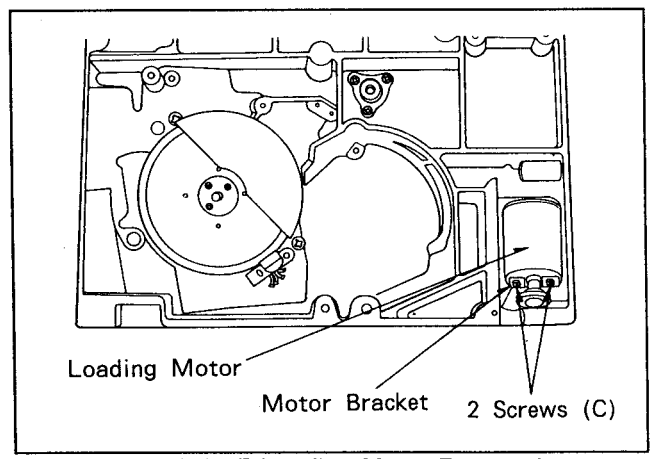

Fig. 6-16-5 Loading Motor Removal
3. Remove the bottom panel (Refer to item 2-2).
5. Unsolder the 2 lead wires on the Loading Motor and unscrew the 2 screws (C), then remove the Loading Motor as shown in Figure 6-16-5.